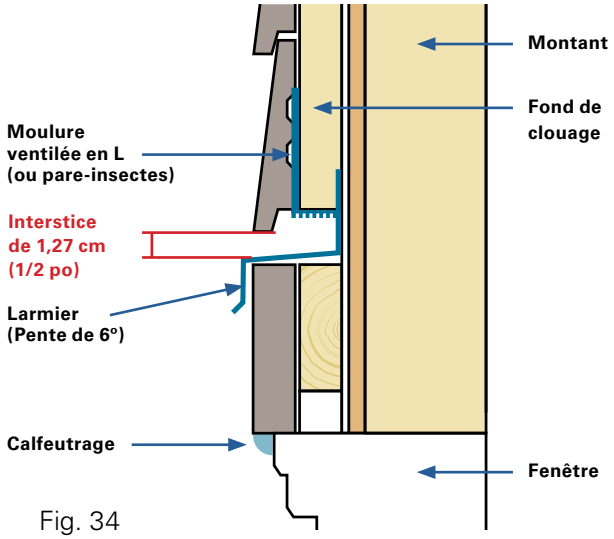

Fig. 34
- Posez la moulure ventilée en L Fraser (ou le pare-insectes) pour permettre à l'air de circuler et à l'eau de couler et empêcher les insectes de nicher derrière le revêtement. *(Voir la figure 34)*